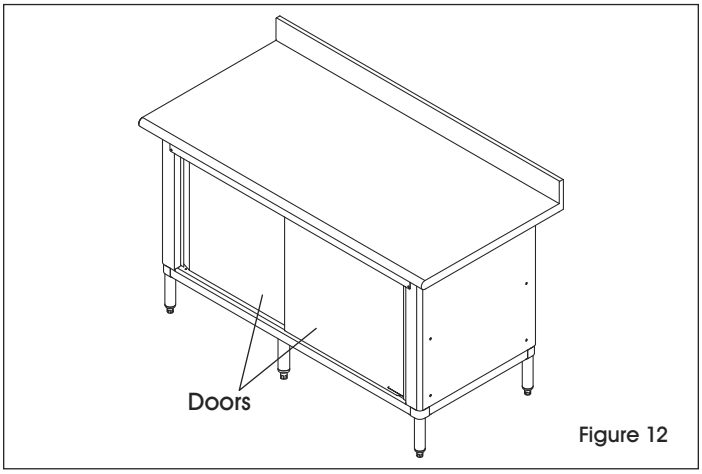

Figure 12
13. Install left sliding door into rear track first by inserting top of door into back slit in door bracket, then insert bottom of door on to door slide. (See Figure 12)